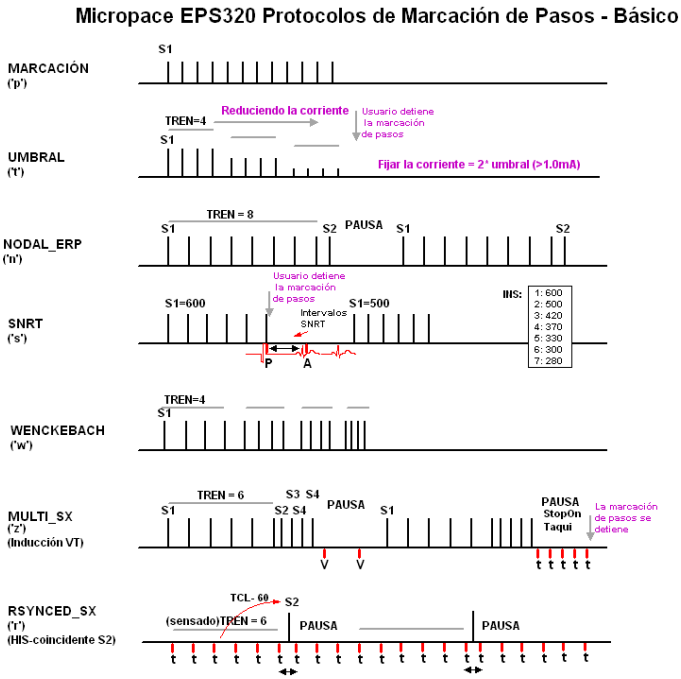

**Figura 18 Pantalla del Estimulador configurada para Estudio Anterógrado.**
**Wenckebach, Burst Pace Protocolos** . El protocolo WENCKEBACH decrementa continuamente a S1 (se lo puede poner en pausa mediante la presión continua de la tecla [Spacebar]) El protocolo BURST PACE permite una marcación de pasos más veloz con valores de S1 tan bajos como 30 ms (si se ha fijado el límite inferior para S1 en Burst en el Menú Config en un valor lo suficientemente bajo, tecla rápida ‘K’, Config Var 2). Los valores de estimulación para éstos protocolos básicos se muestran en la Figura 18, arriba.